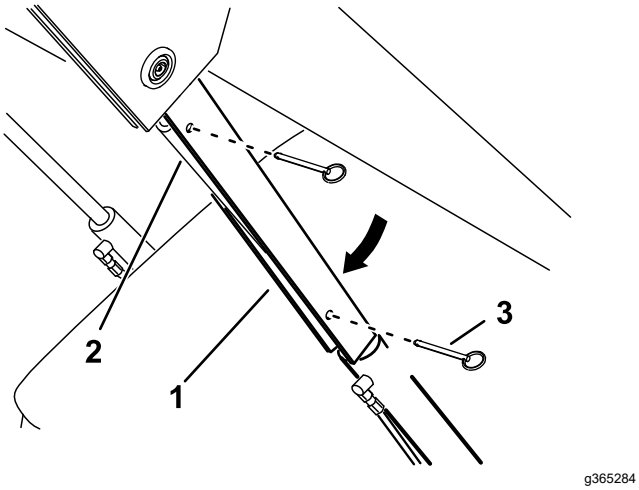

Figure 32
5. Glissez le dispositif de blocage de vérin sur la tige du vérin (Figure 32).